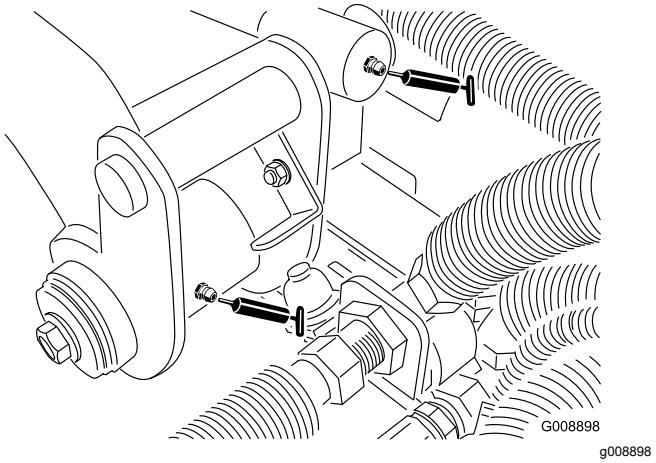

Figura 37
- 2 perni del braccio di sollevamento posteriore e cilindro di sollevamento (Figura 37)